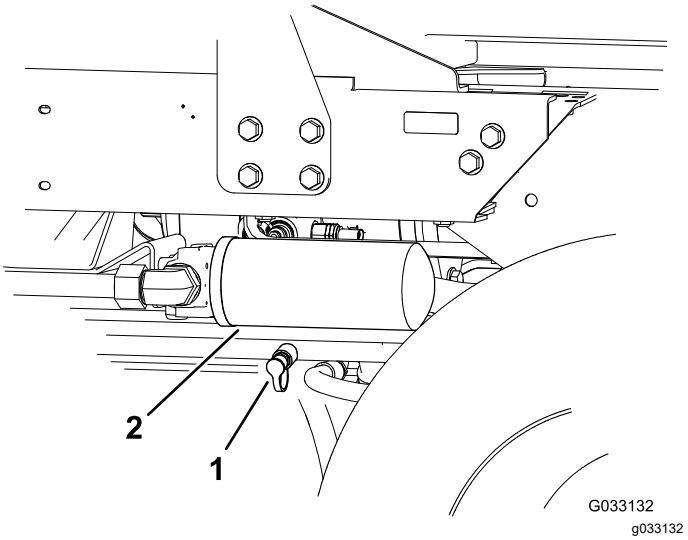

**Figur 40**
2. Tilslut en hydraulikslange mellem fejlfindingsfittingen monteret i den bageste traktionsmanifold og tryktestporten for omvendt traktion (Figur 40).